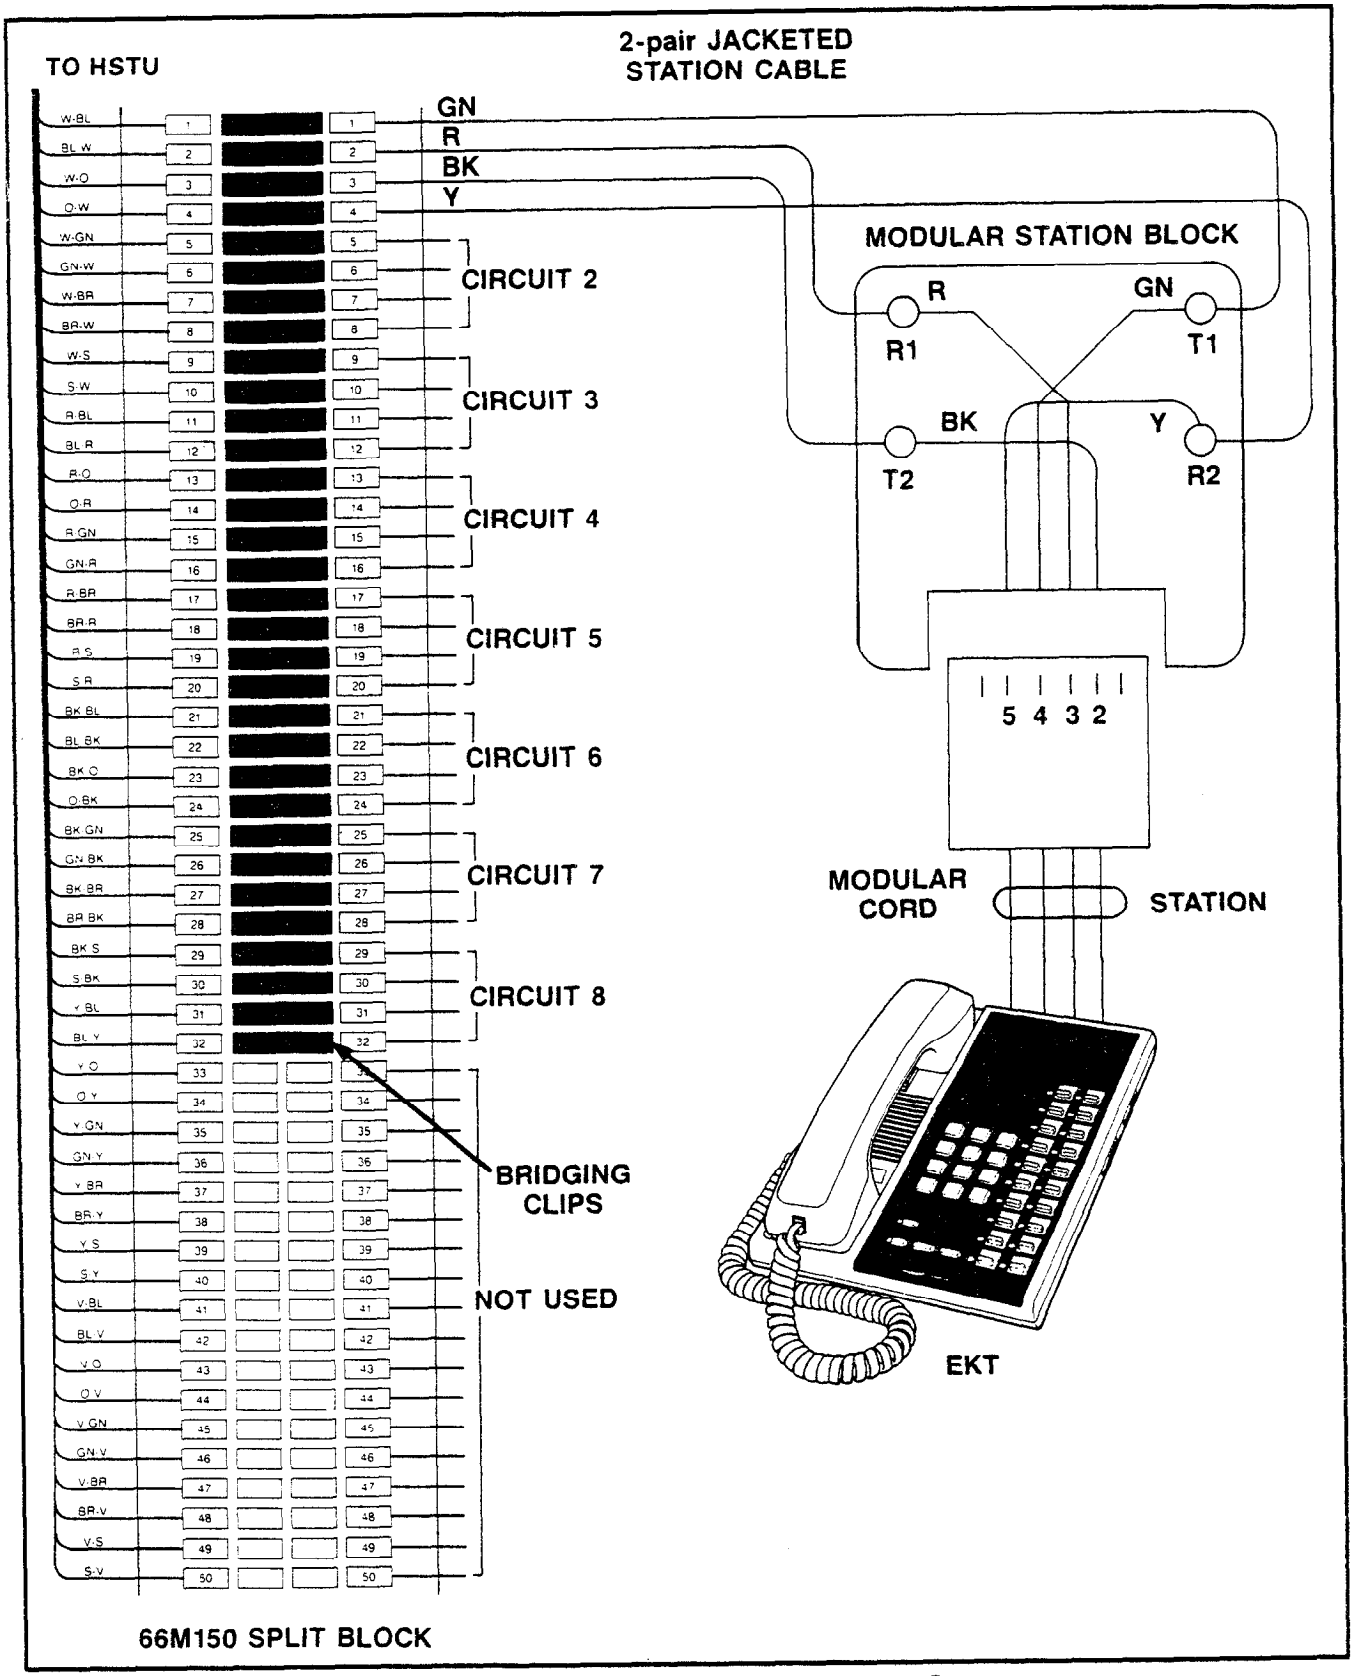

FIGURE 15 — MDF/EKT WIRING
06.05 Use the industry-standard color code sequence and terminate the cables on MDF blocks as shown in Figure 15. (Use one side of each block for each cable.) Figure 15 is generic, in that it shows the basic diagram for each HSTU. Use Tables C and D for correct cross-connect data for all stations in both systems.
06.15 See Figure 15 for EKT wiring arrangement.
06.16 Various manufacturers of modular station blocks have employed different color codes to indicate the sequence of pairs in their blocks. However, the color code most commonly used is shown in Figure 15. Verify the configuration of your modular blocks before connecting the station cables.